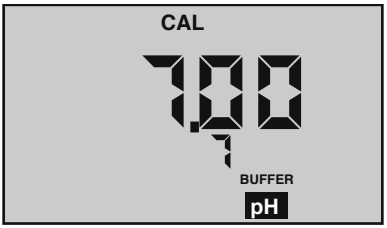

Figure 6
4. Press (CAL/MCLR) to enter calibration mode. The "**CAL**", "**BUFFER**" and "**7**" annunciators will appear (see Figure 6, page 19). Displayed value will be the uncalibrated sensor.